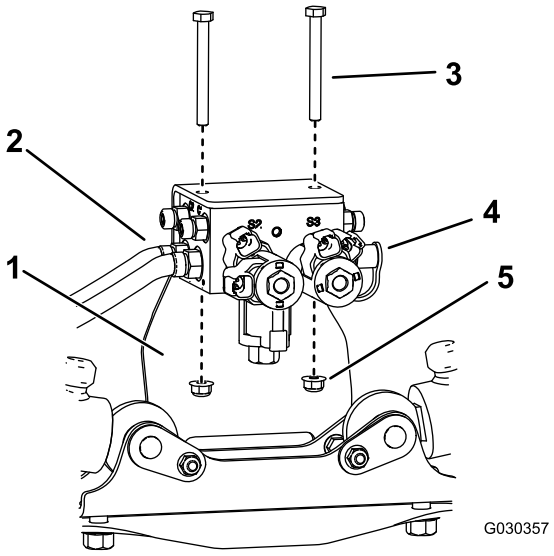

Figur 2
3. Løsn de to hydraulikforbindelser på højre side og målerstudsen på venstre side af den hydrauliske manifoldblok (Figur 2).
4. Fjern den hydrauliske manifoldblok fra monteringsbeslaget (Figur 2).
5. Fjern og gem de to hydraulikforbindelser og målerstudsen fra den hydrauliske manifold (Figur 2).